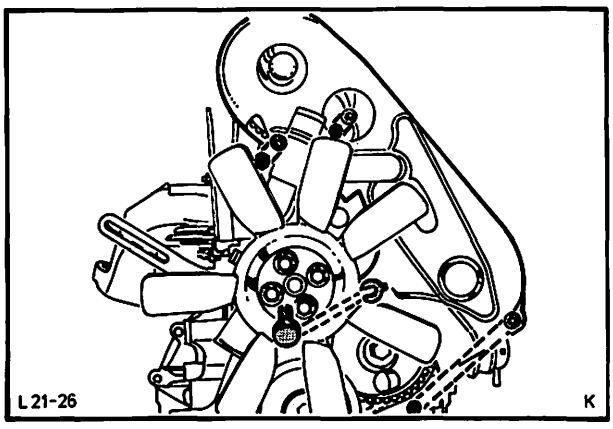

Abb. 267 Zahnriemenschutzblech montieren
9. Wasserauslaßstutzen anschrauben und Zahnriemenschutzblech montieren, Abb. 267.